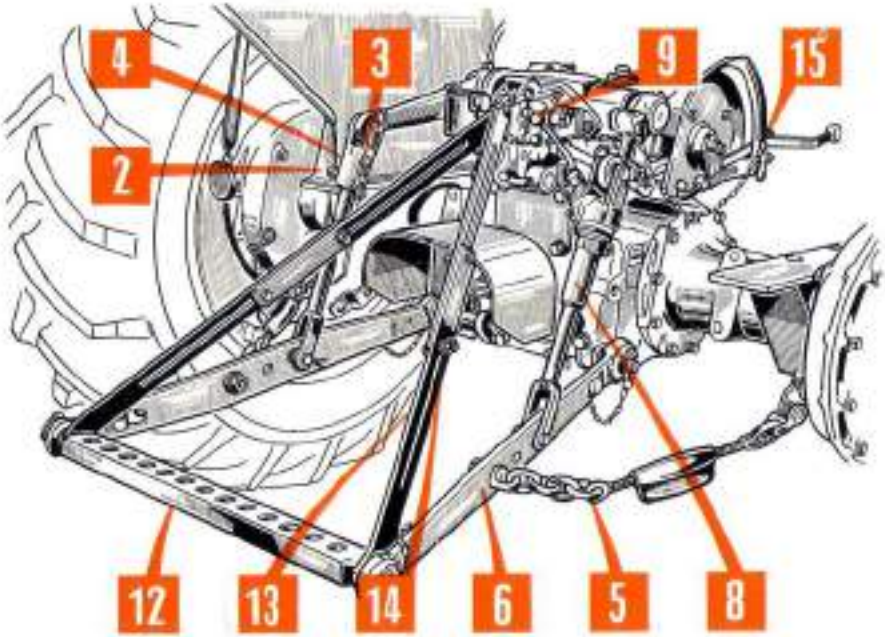

FIG. 20. — Système d'attelage 3 points
C) RÉGLAGE DU SYSTÈME D'ATTELAGE 3 POINTS (fig. 20)
7 Dispositif complémentaire d'attelage (fig. 20)